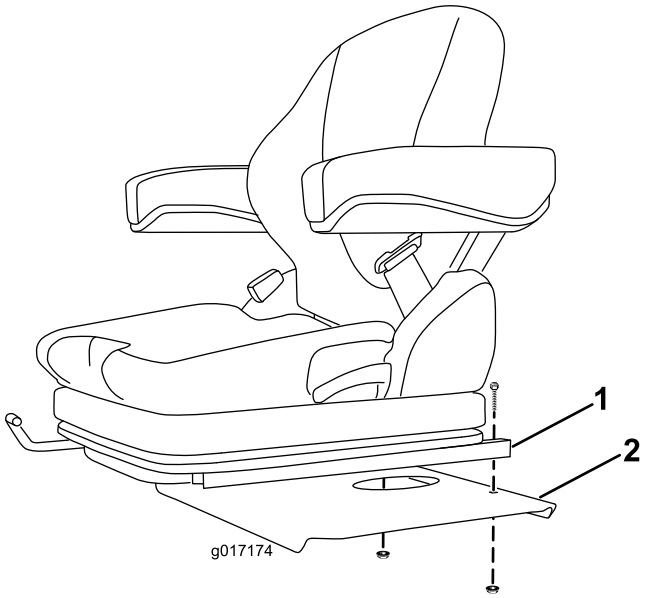

Bild 4
1. Befestigen Sie die Rückseite jeder Sitzführung mit einer Schraube und einer Bundmutter am Sitzunterteil (Bild 4).